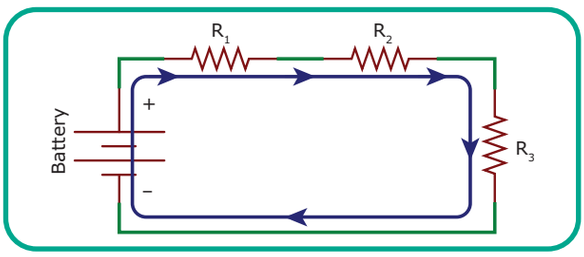

Figure 1.18 Resistors in series
Figure 1.18 shows three resistors R_1, R_2 and R_3 connected in series. When the voltage (V) is applied to the circuit, the current flow through the circuit and the following important points are to be noted.